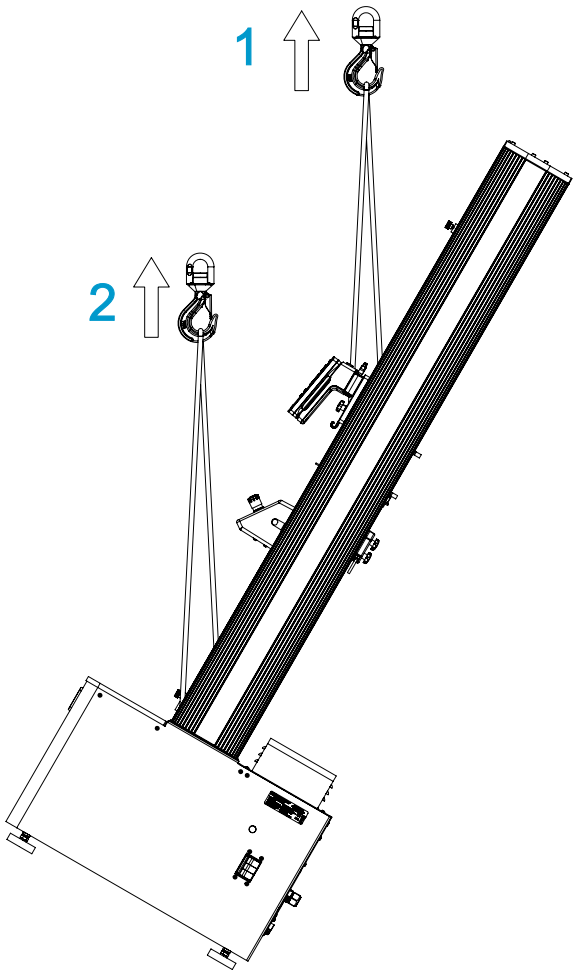

Figura 19. Raddrizzamento di un telaio di prova di carico con una gru
Consultare Figura 19 a pagina 75.
2. Collegare le due cinghie di sollevamento alla traversa e fissarle al gancio della gru come mostrato in Figura 19 a pagina 75. Se si utilizzano catene al posto di cinghie di sollevamento, avvolgere la traversa con materiale protettivo in modo da evitare graffi e danni di vario tipo. Le catene possono danneggiare anche altre parti del telaio, ad esempio, la piastra superiore; assicurati di avvolgere il materiale protettivo intorno a tutti i componenti vulnerabili.
3. Installare due bulloni del paranco M16 nella base del telaio e collegare due cinghie aggiuntive ai bulloni, come mostrato in Figura 19 a pagina 75.
Legenda per Figura 19